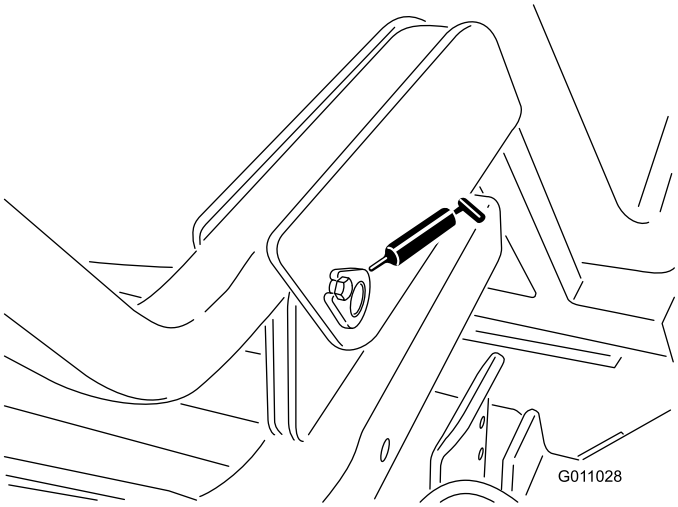

**Figur 35**
- Beholderaksel (nedre) (2) (Figur 35).